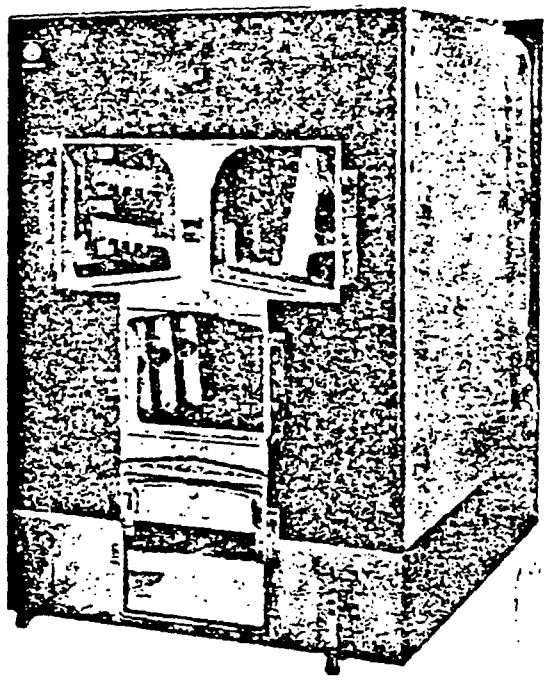

Fig. 6
13. Place right front side panel in position with offset at bottom, back of the top edge of the base side. STEAM BOILERS ONLY - Remove knockout pieces for gauge glass and try cock fittings before assembly. See that front panel is outside of the projecting lug on corner of the front base panel, then attach side panel to front panel. See Fig. 6.